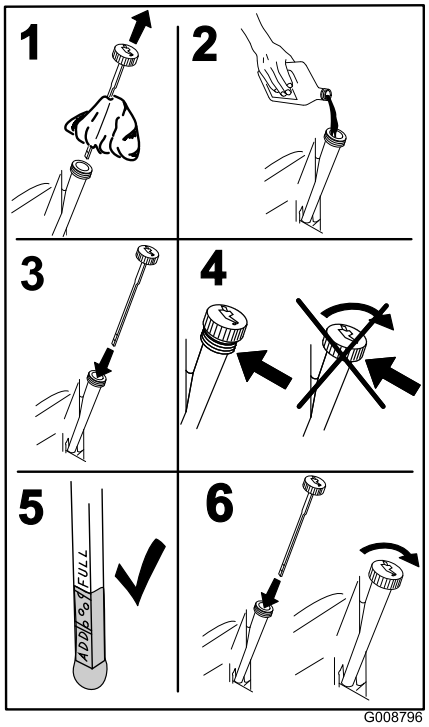

Figura 46
5. Deite cerca de 80% do óleo especificado no tubo de enchimento e adicione lentamente o óleo adicional para atingir a marca **Full** (Figura 46).